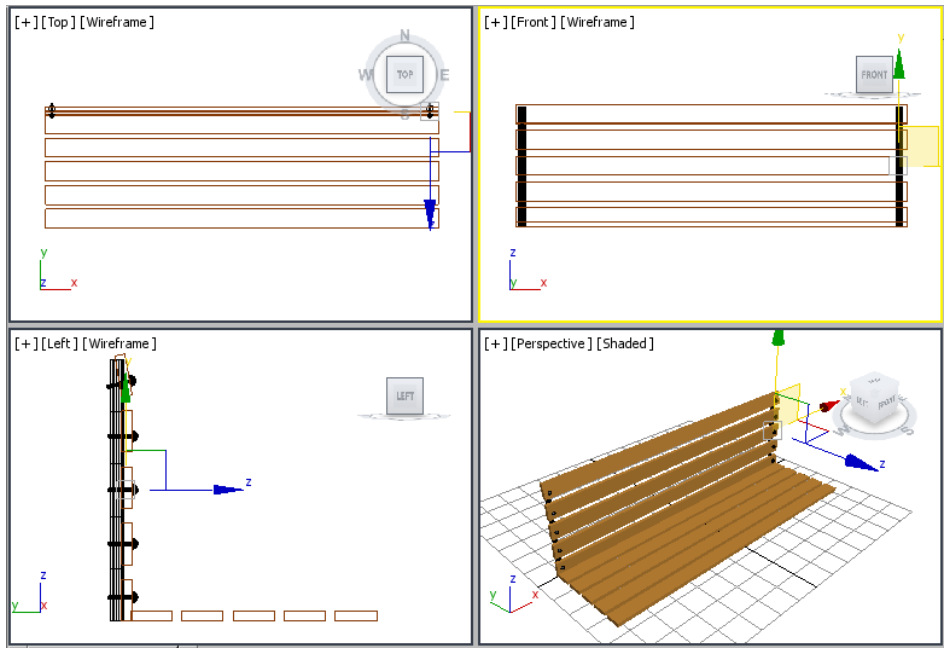

Figure 2-80 *The right side rivets group displayed in viewports*
2. In the **Clone Options** dialog box, make sure the **Copy** radio button is selected. In the **Name** text box, enter **right side rivets** to modify the name of the group and choose **OK**; *right side rivets* group is displayed, as shown in Figure 2-80.